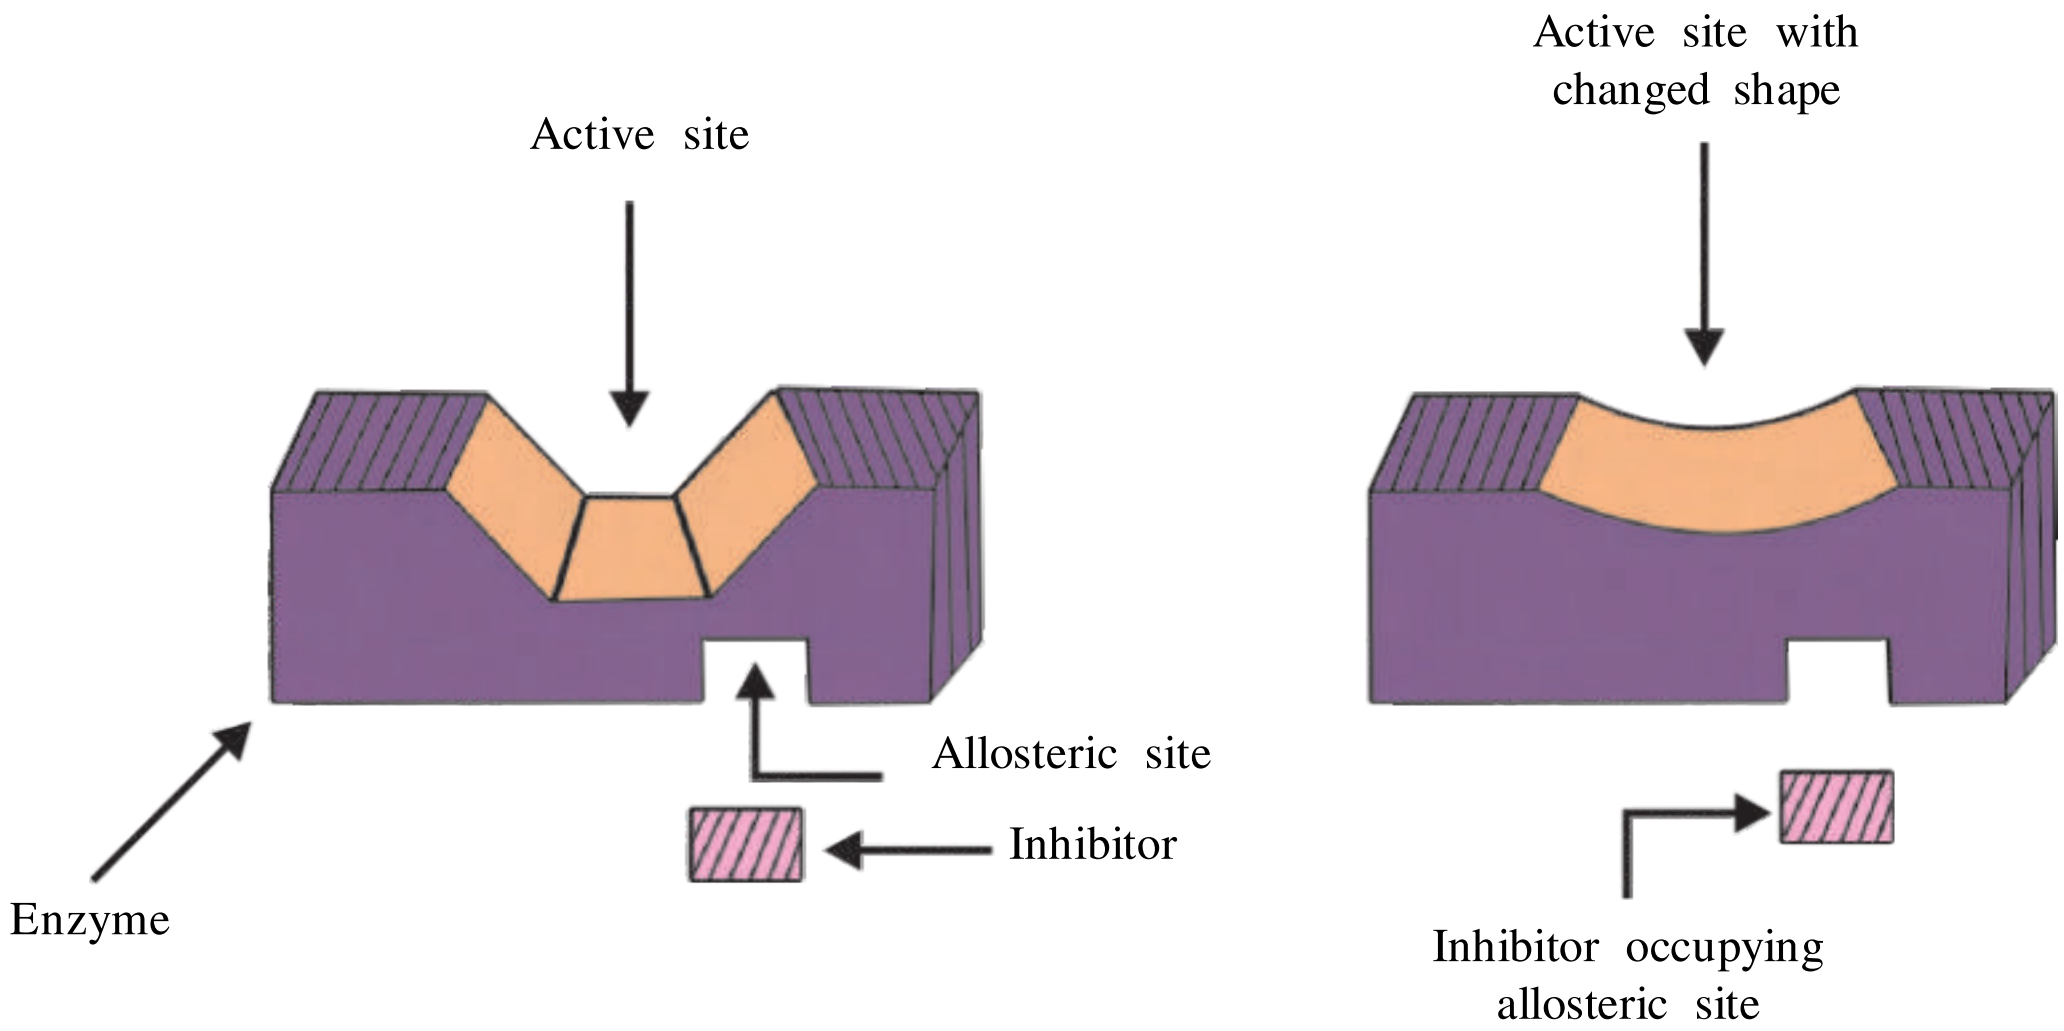

Fig. 9.2 Change in shape of active site of enzyme and allosteric site
(2) Some drugs do not bind to the active site of enzyme but bind to a different site. This site is called **allosteric site.** This type of binding of drug with enzyme results in the change in shape of active site as shown in Fig. 9.2, therefore substrate cannot bind with it. If the binding between enzyme and drug is formed by strong covalent bond then it cannot be broken easily, so this enzyme is blocked permanently when body degrades the enzyme-inhibitor complex, and new enzyme is synthesised.